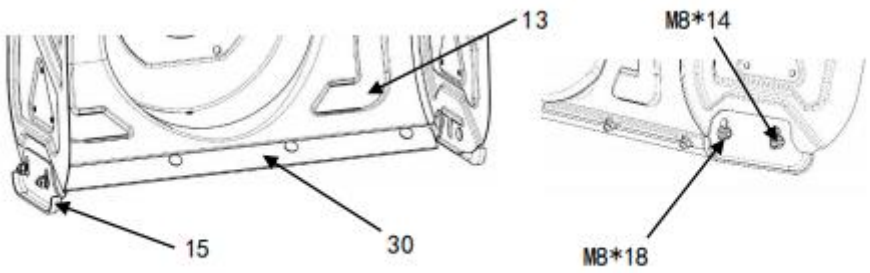

Figure 9
- Snow Scraper replacement (at approximately 30 hours): Secure the replacement snow scraper to the auger housing (Item 13) using semi-round head square neck bolts M8×14 and nuts. (See Figure 9)
- Skid Shoe (Item 15) replacement: Attach to the auger housing (Item 13) using M8×14 and M8×18 bolts, nuts, and washers. Always perform the height adjustment on a flat, level surface. (See Figure 9)